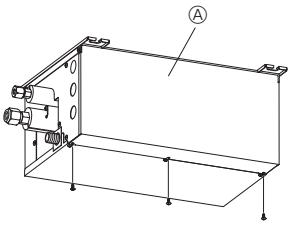

Fig. 9-1
1. Retire los tornillos de la cubierta. (Fig. 9-1)